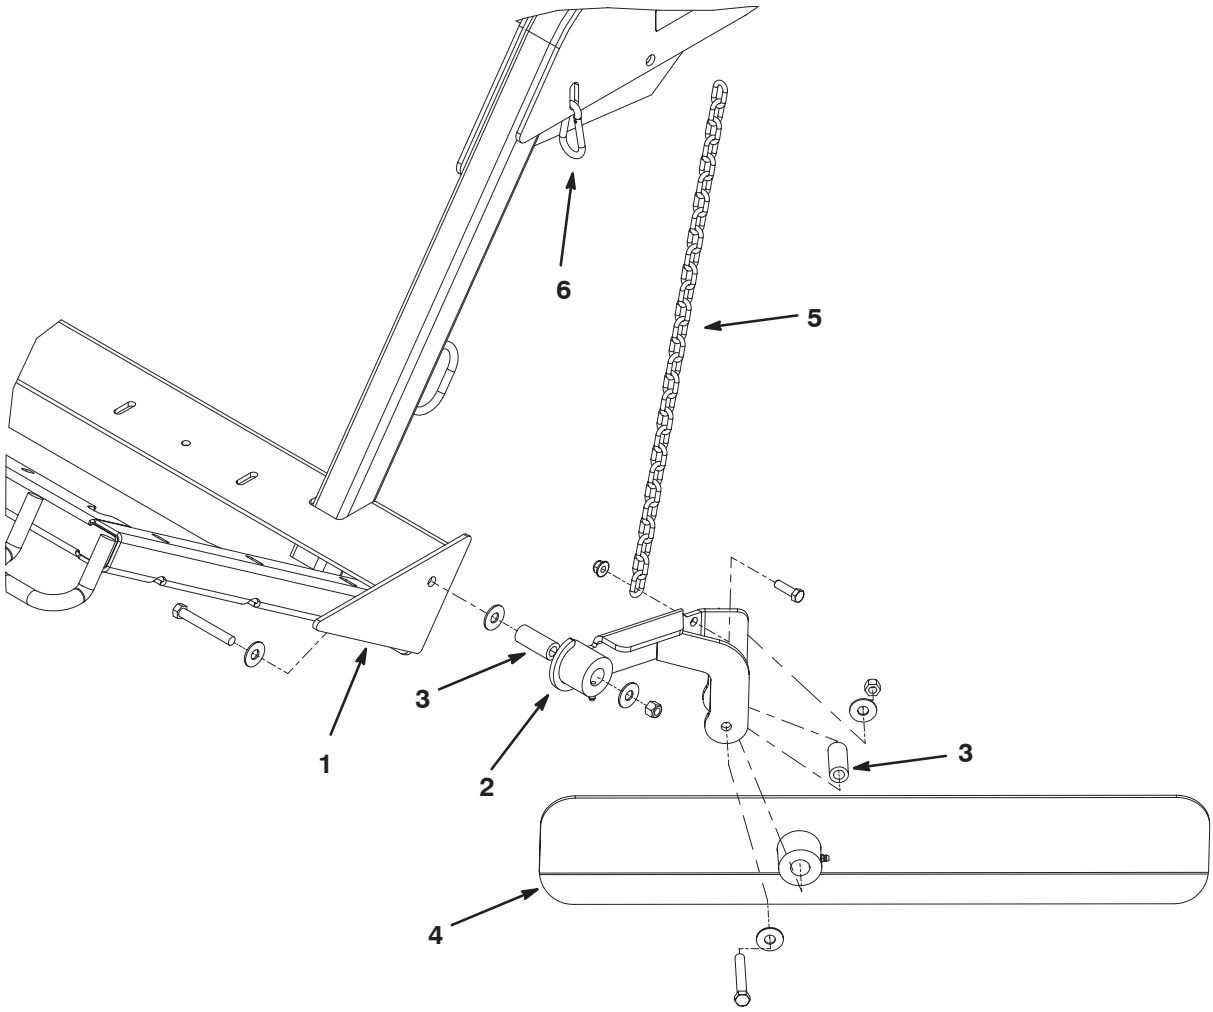

**Figure 27**
1. Fixez l'ensemble montage des lames au côté gauche du châssis de la balayeuse au moyen d'une vis 7/16 x 3–14 pouce, de (3) rondelles plates, d'une entretoise et d'un contre-écrou. Positionnez les composants comme illustré à la Figure 27.
2. Fixez la lame pour andains à l'ensemble montage au moyen d'une vis 7/16 x 3–14 pouce, de (2) rondelles plates, d'une entretoise et d'un contre-écrou. Assemblez les composants comme illustré à la Figure 27. L'extrémité la plus longue de la lame doit être positionnée à l'opposé de la balayeuse.
3. Fixez la chaîne sur l'ensemble montage de la lame au moyen d'une vis 3/8 x 1–1/4 pouce et d'un écrou (Fig. 27).
4. Accrochez l'autre extrémité de la chaîne dans la fente du châssis au moyen du mousqueton (Fig. 27). La chaîne ne doit pas être complètement tendue une fois accouplée.